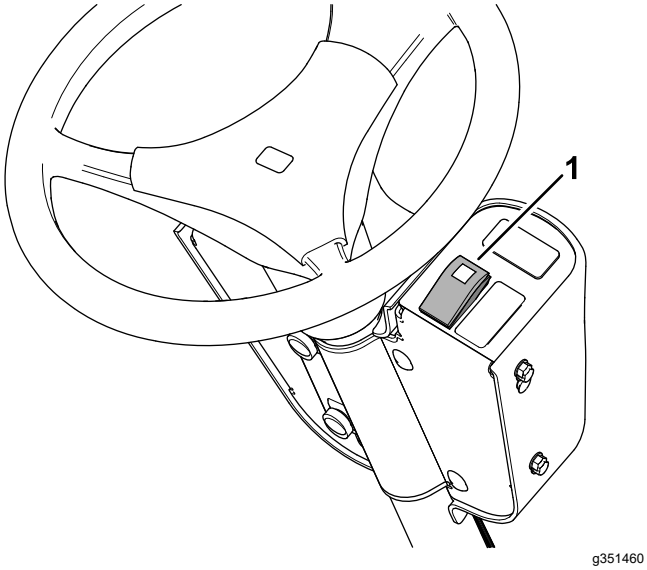

Figur 47
- Tryk på den øverste del af kontakten (Figur 47) for at tænde katastrofelysene.